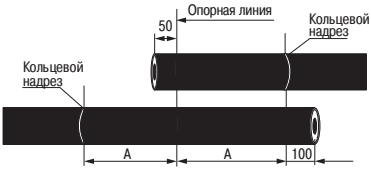

Рисунок 1
4.1 Р спрямить и очистить от пыли и грязи концы соединяемых к белей н длине не менее 1500 мм, з крепить соединяемые концы к белей в приспособлении для монт ж соединительных муфт вн хлёст н длине не менее 2А (А из т блицы 1). По отметк м н к белях (рисунок 1) выполнить кольцевые н дрезы н оболочк х к белей т к, чтобы не повредить элементы к беля под оболочкой. Выполнить продольные н дрезы.